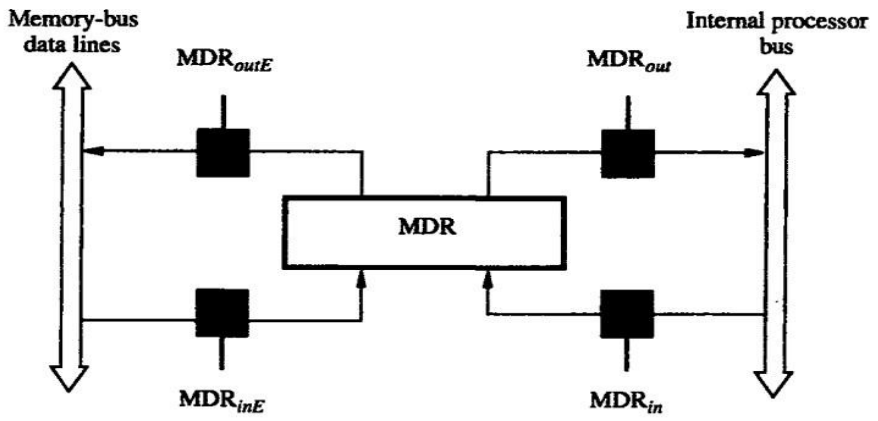

Figure 7.4 Connection and control signals for register MDR.
The Connections for register MDR has shown in fig 7.4
- The **MDR register has 4 control-signals** (Figure 7.4):